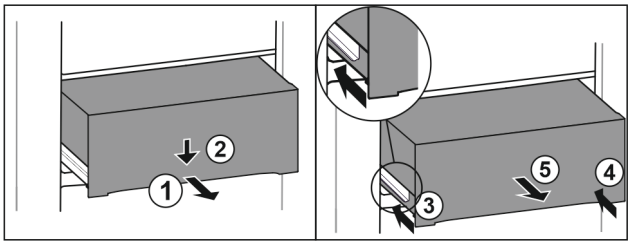

Fig. 152
▶ Вытяните выдвижной ящик наполовину. *Fig. 152 (1)*
▶ Вдавите выдвижной ящик в передней части вниз. *Fig. 152 (2)*
▶ Задвиньте левую направляющую прим. на 2 см. *Fig. 152 (3)*
▶ Задвиньте правую направляющую прим. на 2 см. *Fig. 152 (4)*
▶ Извлеките выдвижной ящик движением вперед. *Fig. 152 (5)*